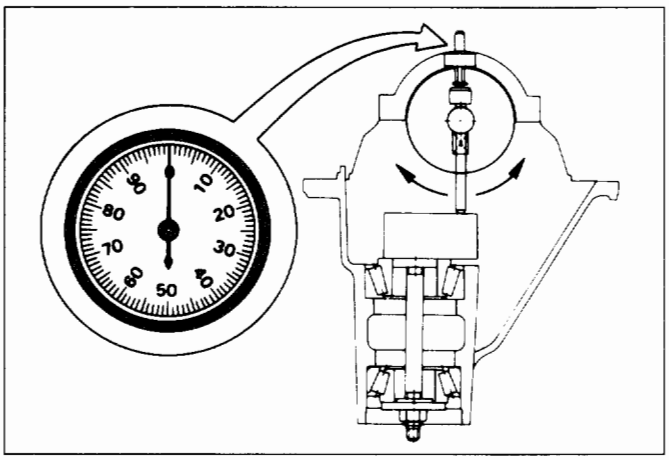

Fig. 4C-40
5) After the ZERO setting is obtained, rotate the gauging arbor until the dial indicator rod does not touch the gauging plate (Fig. 4C-41).